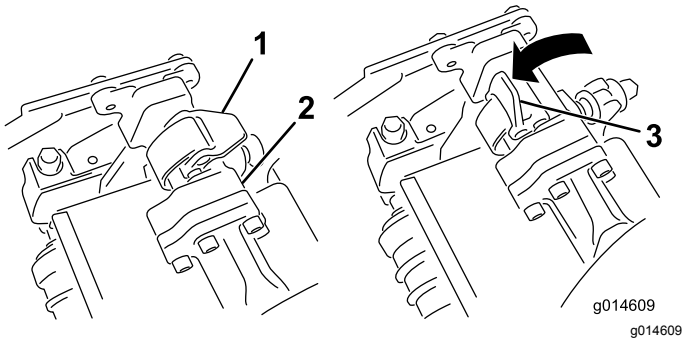
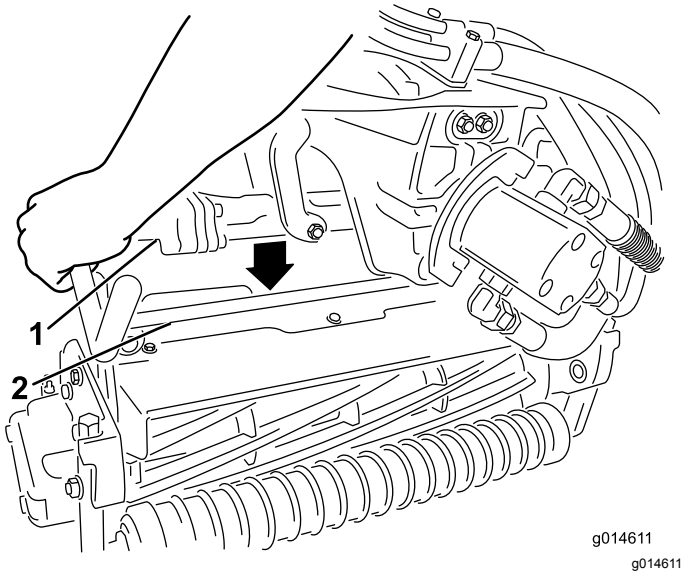

Рисунок 32
Рисунок 33
3. Когда защелки на штанге рычага подвески направлены вверх (т.е. открыты) (Рисунок 32), нажмите на рычаг подвески так, чтобы штанга села на поперечный стержень наверху режущего блока (Рисунок 33).
4. Опустите защелки и поверните вокруг стержня режущего блока и заблокируйте их (Рисунок 32).
4. Откройте защелки на штанге рычага подвески режущего блока, который необходимо снять (Рисунок 32).